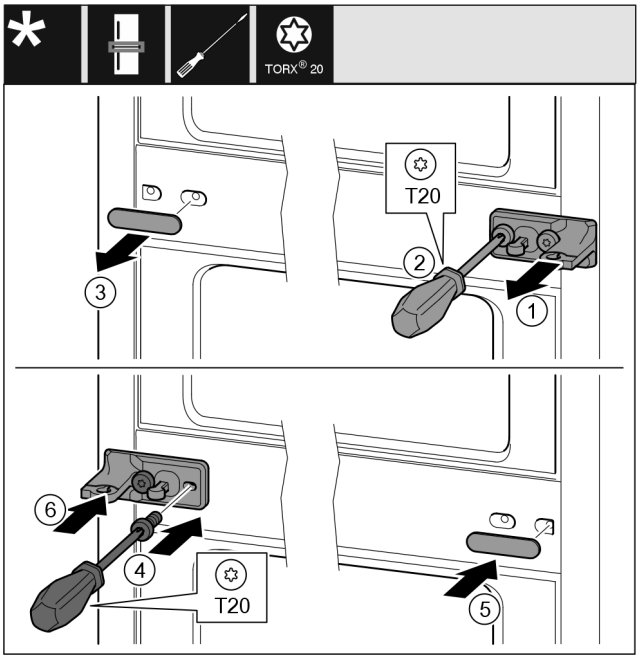

Fig. 11
- ▶ Skru av skiven. *Fig. 11 (1)*
- ▶ Skru ut skruene med skrutrekker T20. *Fig. 11 (2)*
- ▶ Trekk deksel forsiktig av. *Fig. 11 (3)*
- ▶ Skru fast lagerbukken med folie, dreid 180°, på den andre siden. *Fig. 11 (4)*
- ▶ Monter dekselet, dreid 180°, på den andre siden. *Fig. 11 (5)*
- ▶ Skyv skiven på forfra. *Fig. 11 (6)*